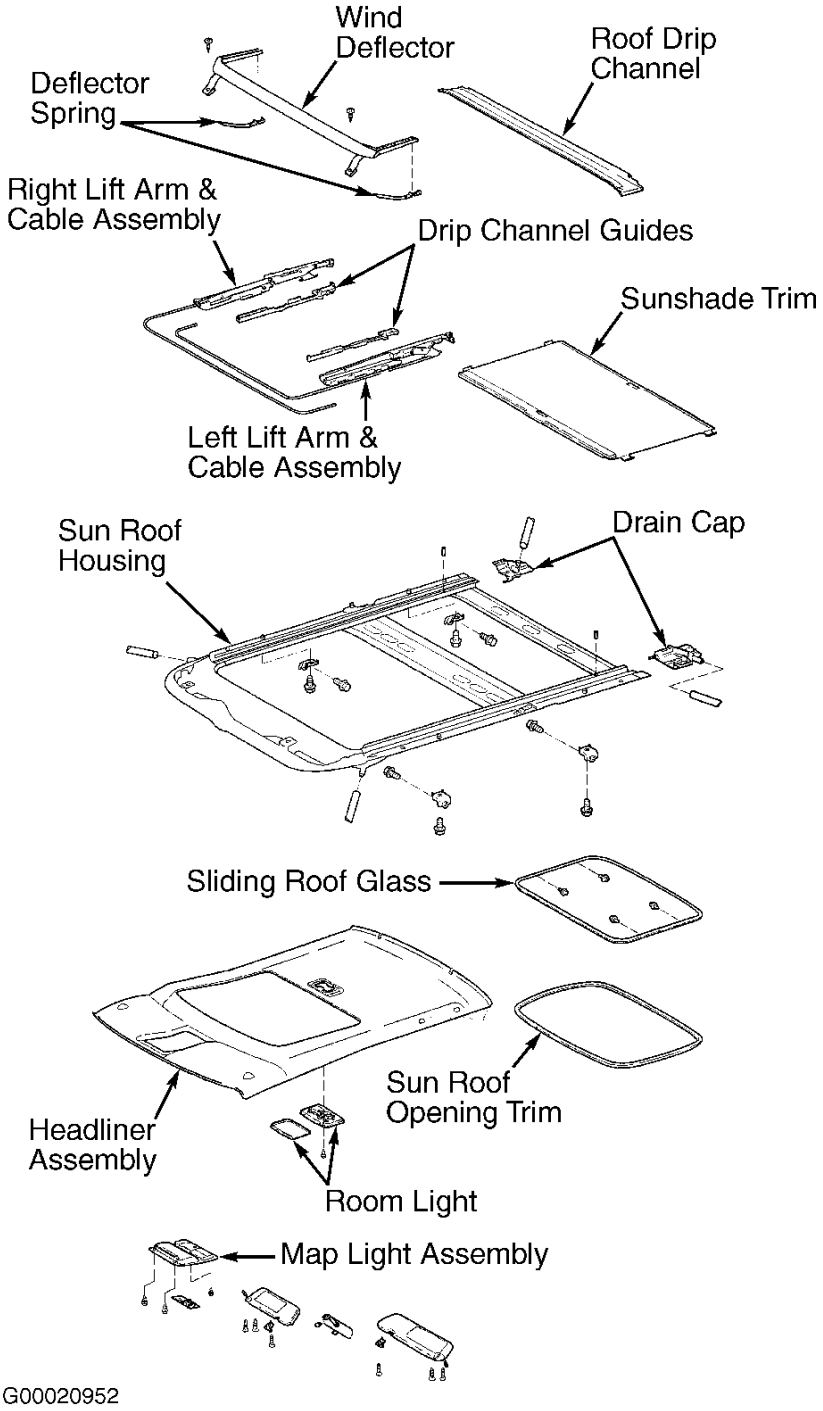

Fig. 35: Exploded View Of Sun Roof Assembly (Camry - USA Built)
2. Remove dome light cover and dome light. Remove map light assembly. Release 2 clips at rear of roof headlining and remove roof headlining. Remove sun roof side trim. Remove 4 sun roof glass adjustment screws. See **Fig. 35** .